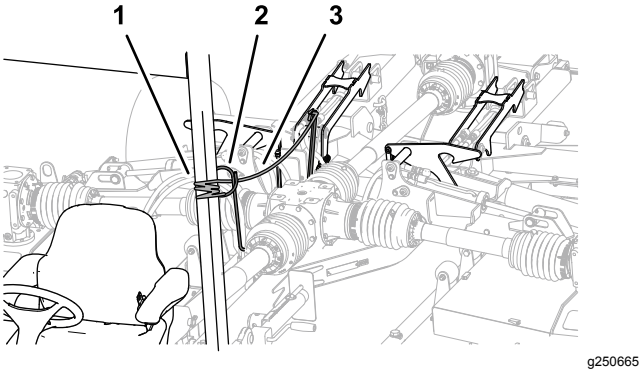

Figur 28
1. Trekk låsesnoren for klippeenheten fra slangesporet mot førersetet (Figur 28).
2. Fest snoren til fast-chassis-komponenten på tauekjøretøyet, f.eks. veltebeskyttelsesrøret (Figur 28).